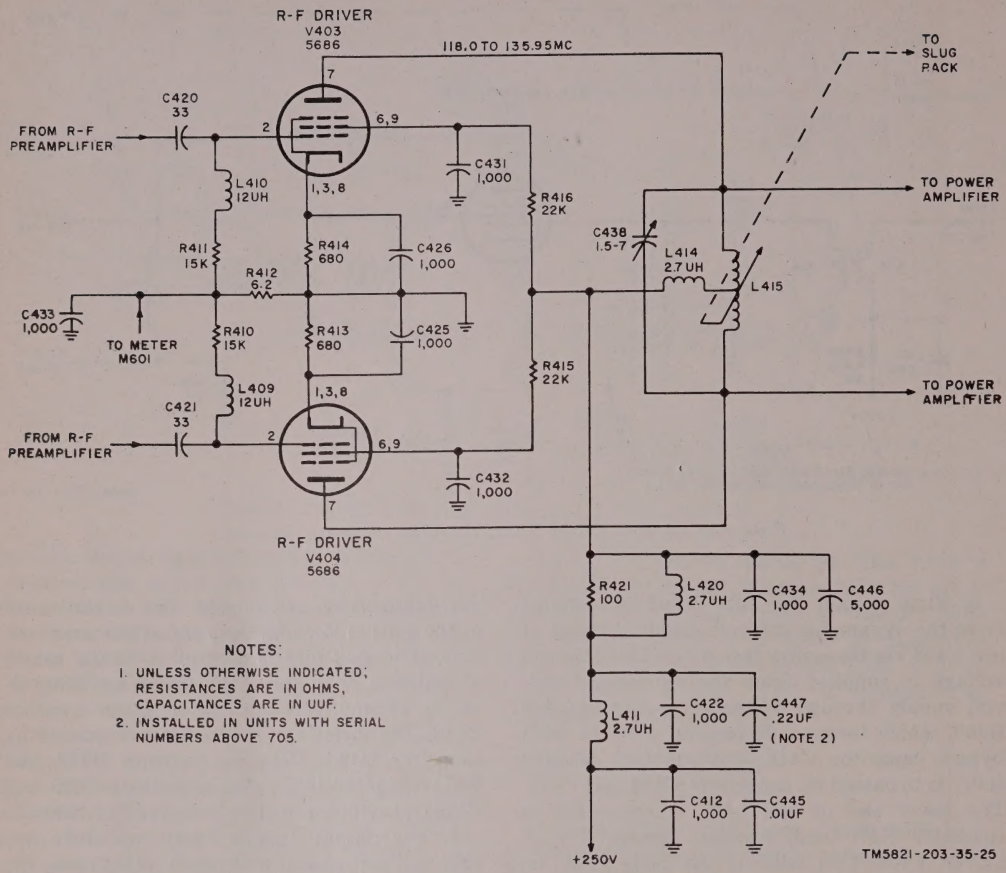

Figure 11. Rf drivers V403 and V404, simplified schematic diagram.
23. Rf Drivers V403 and V404 (fig. 11)